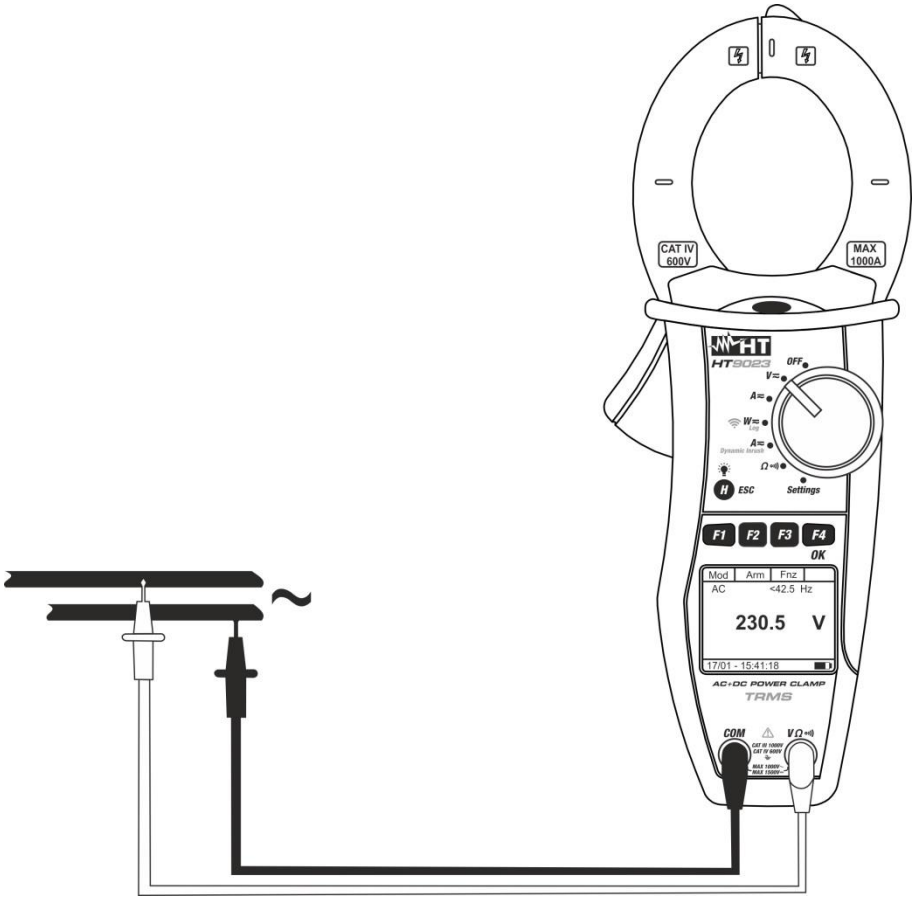

Fig. 6: Medição de Tensões CA+CC
4. Inserir o cabo vermelho no terminal de entrada **VΩ·))**, o cabo preto no terminal de entrada **COM** e colocar as ponteiras nos pontos pretendidos do circuito em exame (ver Fig. 6)